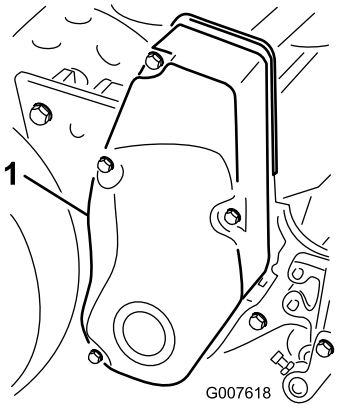

Figur 38
1. Fjern monteringsskruen på remdekslet og deretter remdekslet for å få tilgang til remmen (Figur 38).